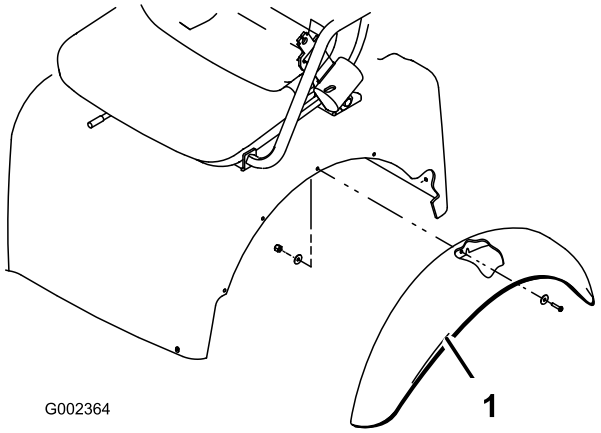

Figuur 3
1. Draai de borgmoeren en bouten los waarmee de beugels van het achterlicht zijn bevestigd aan de linker- en rechterbeugel van het frame (Figuur 3).
3. Zet de achterkant van beide beugels van het achterlicht vast aan de achterkant van de beugels van het frame met een 5/16 x 1 inch bout, een platte ring en een borgmoer met een binnendiameter van 0,344 inch zoals is aangegeven op Figuur 3.